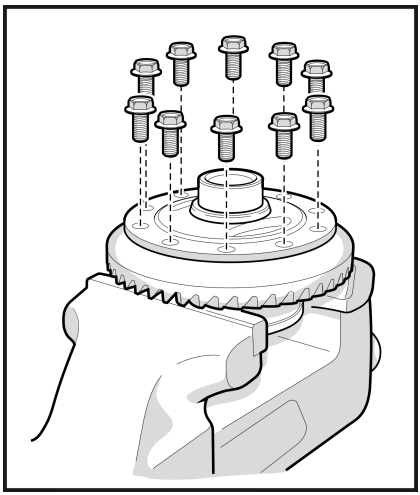

Рис. 13
2.1 Закрепите дифференциал в тисках с губками из мягкого металла, и открутите болты крепления ведомой шестерни. (**Рис. 13**)